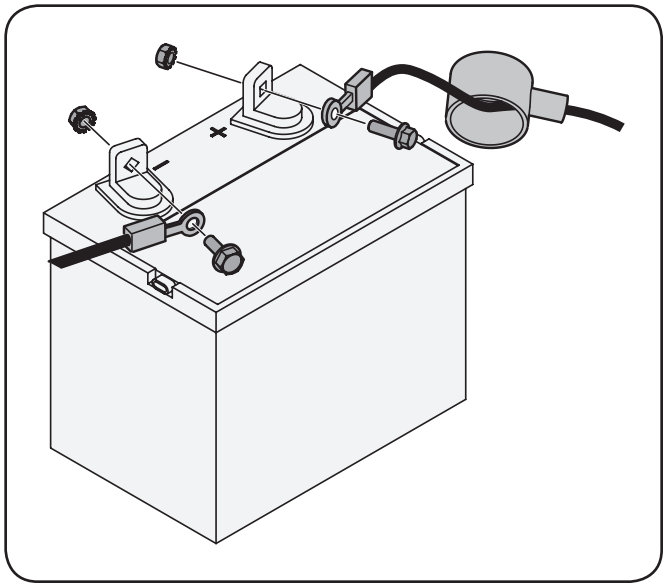

Figure 3-1
1. Remove the plastic cover, if present, from the positive battery terminal and attach the red cable to the positive battery terminal (+) with the bolt and hex nut. See Fig. 3-1.
2. Remove the plastic cover, if present, from the negative battery terminal and attach the black cable to the negative battery terminal (–) with the bolt and hex nut. See Fig. 3-1.